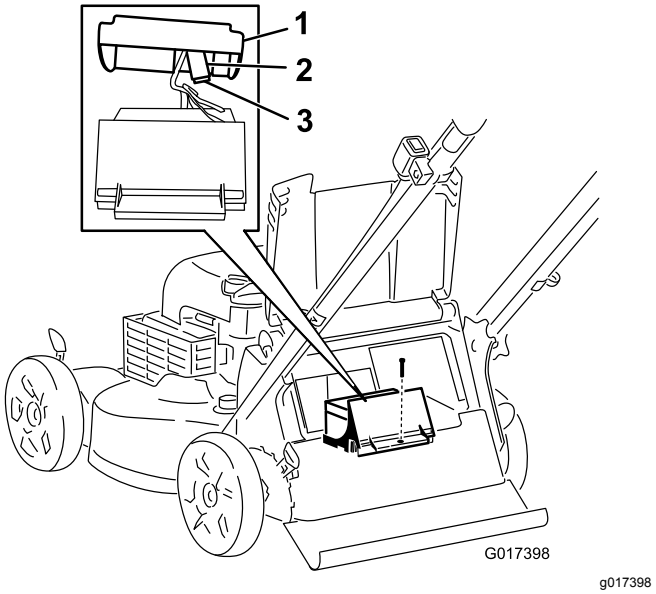

Rysunek 31
3. Wykręć śrubę przytrzymującą komorę akumulatora, wyciągnij akumulator i zlokalizuj bezpiecznik (Rysunek 31).
4. Wymień bezpiecznik w uchwycie bezpiecznika (Rysunek 31).